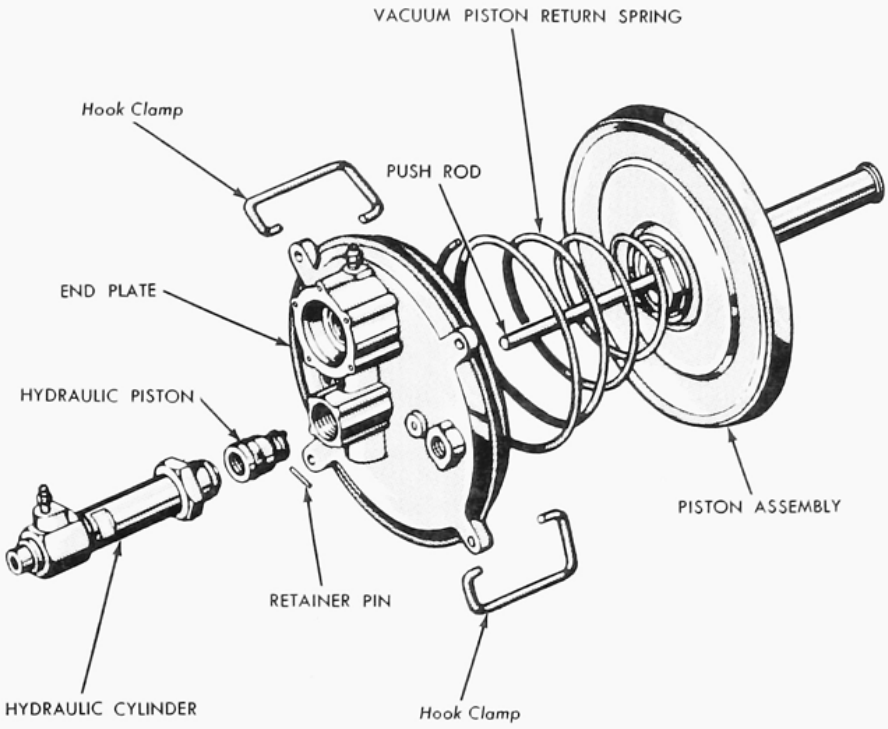

FIG. 23—Vacuum Piston, End Plate, and Hydraulic Cylinder
7. Compress the vacuum piston return spring by pressing down on the end plate and using hook-type clamps similar to those in Fig. 23. Hold the spring compressed.
13. Carefully guide the push rod through the leather seal of the end plate, compress the spring, and install the hook clamps to hold the spring compressed (Fig. 23).